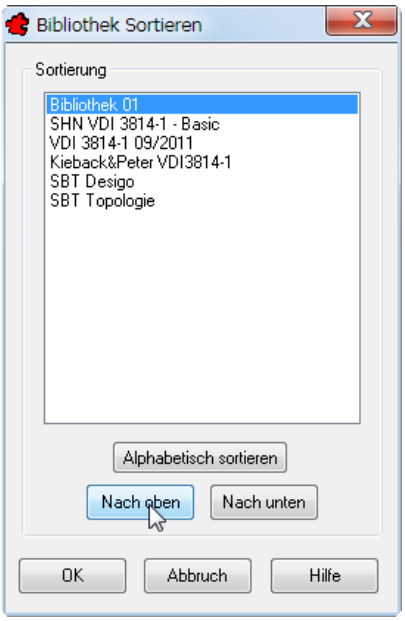

Bild 27.13 – Die Sortierung der Bibliotheksliste
- Wählen Sie z. B. die *Bibliothek 01* aus und verschieben Sie sie mit der Schaltfläche *Nach oben* an die erste Position (Abb. 27.13).